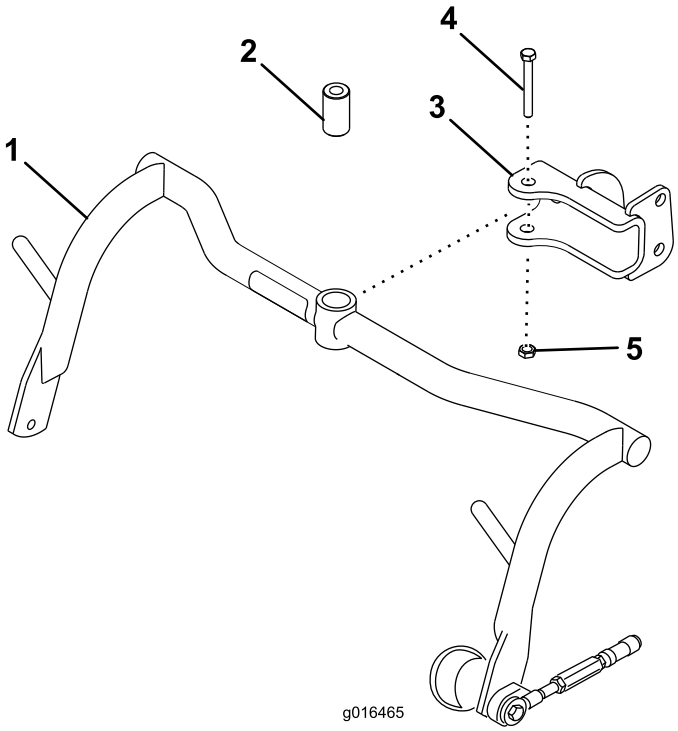

Figur 8
1. Montera en bärramsenhet på varje sprint med en distansbricka, 1/2 x 3 1/4-tums skruv och 1/2-tums låsmutter (Figur 8). Dra åt till ett moment på 91–113 Nm.